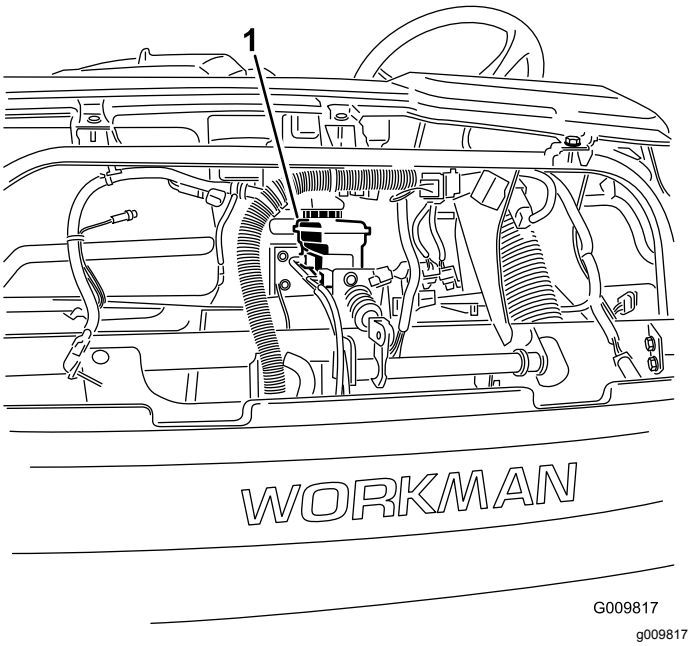

Rysunek 54
4. Unieś maskę, aby uzyskać dostęp do zbiornika i pompy układu hamulcowego (Rysunek 54).